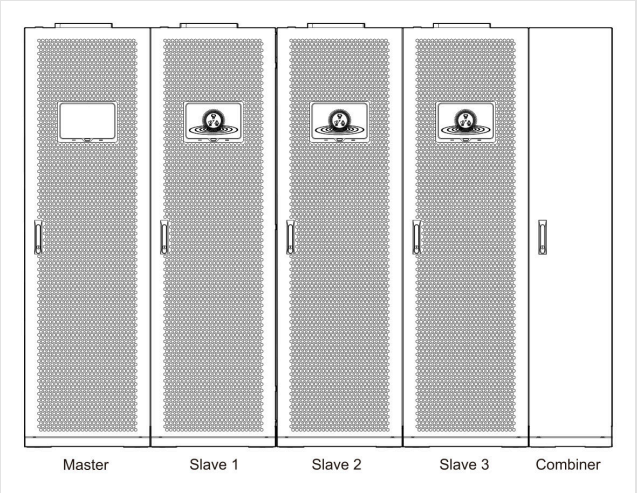

FIGURA 3-21 Disposizione — master, slave da 1 a 3, combiner
1. Posizionate e ancorate ogni armadio come nei passi da 1 a 4 della Sezione 3.7, secondo la disposizione prevista (Figura 3-21). Allineate i fronti e i retri di tutti gli armadi prima di serrare.